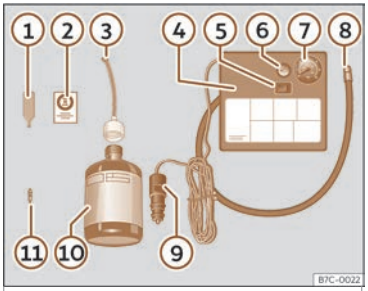

Fig. 35 Representació estàndard:contingut del joc antipunxades.
El joc antipunxades es troba en el compartiment del maleter sota el revestiment del terra. Inclou els següents components ››› **fig. 35**:
- Desenrosqueu el caputxó i l'obús de la vàlvula del pneumàtic. Utilitzeu l'aparell ››› **fig. 35** ① per extreure l'obús. Poseu-lo en una superfície neta.
- Sacsegeu amb força l'ampolla de segellador de pneumàtics››› **fig. 35** ⑩.
- Enrosqueu el tub d'inflament››› **fig. 35** ③ a l'ampolla de segellador. El precinte de l'ampolla es trencarà automàticament.
- Traieu el tap del tub d'ompliment››› **fig. 35** ③ i caragoleu l'extrem obert del tub a la vàlvula del pneumàtic.
- Torneu a posar l'obús amb l'aparell ››› **fig. 35** ① a la vàlvula del pneumàtic.
- Enrosqueu el tub d'inflament del pneumàtic del compressor››› **fig. 35** ⑧ a la vàlvula del pneumàtic.
- Comproveu que el caragol d'evacuació d'aire està tancat››› **fig. 35** ⑥.
- Fixeu el connector››› **fig. 35** ⑨ a la presa de corrent de 12 volts del vehicle ››› **pàg. 154**.
- Connecteu el compressor d'aire amb commutador ON/OFF››› **fig. 35** ⑤.
- Enganxeu l'adhesiu››› **fig. 35** ② al quadre d'instruments, dins del camp visual del conductor.
Torneu a enroscar el tub d'inflament ››› **fig. 35** ⑤ i comproveu la pressió en el manòmetre ⑥.